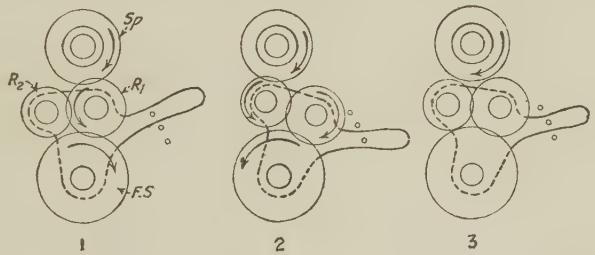

FIG. 28.—Illustrates operation of reverse gears or tumbler gears.
39. The Tumbler Gears.—The operation of the tumbler gears R_1 and R_2 is illustrated in Fig. 28. These gears are carried on a bracket which is pivoted on the stud shaft and operated by means of the reverse-gear handle (44, Fig. 13), to any one of the three positions shown. It will be observed that the two tumbler gears are intermediate gears between the spindle gear and the fixed stud gear, and are so mounted on the bracket as to make it possible for the operator to have either one intermediate or two intermediates in mesh between the driven gear and the driving gear, or to throw them both